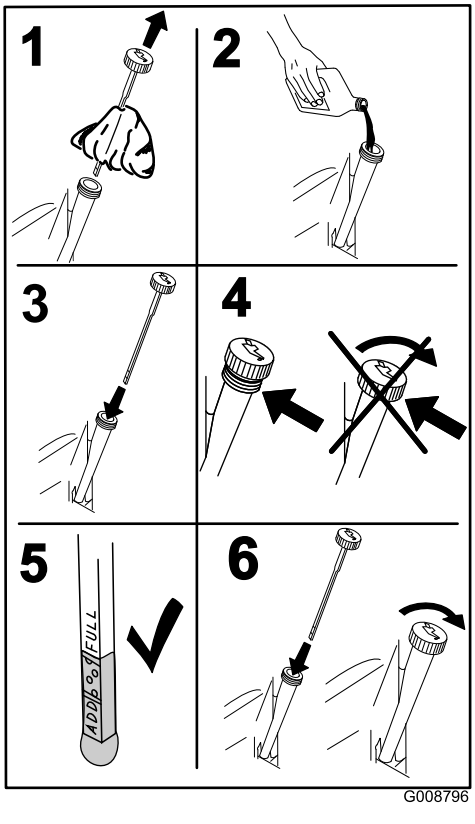

**Рисунок 40**
4. Извлеките щуп и протрите его чистой тканью (Рисунок 40).